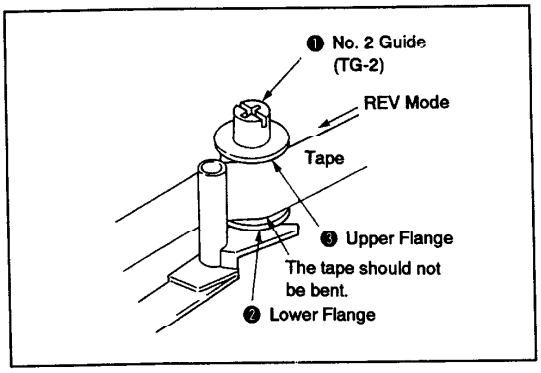

Fig. 4-8.
4-5-2. No. 2 Guide (TG-2) Adjustment (See Figs. 4-8. and 4-9.)
2) Confirm that the tape is not bent at the lower flange ❷ of the No. 2 guide (TG-2) ❶ (See Fig. 4-8). If it is, turn the upper flange ❸ of the No. 2 guide (TG-2) ❶ clockwise with a screwdriver, lowering it until the tape is straightened.